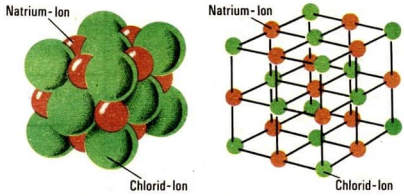

Abb. 16 Modelle des Natriumchloridkristalls
Natriumchloridkristalle sind **Ionenkristalle**. Die regelmäßige Anordnung der Ionen in den Ionenkristallen führt zu einer bestimmten Form dieser festen Körper. Beim Natriumchlorid sind die Ionenkristalle meist würfelförmig. Im räumlichen Modell des Ionenkristalls von Natriumchlorid sind die Ionen als Kugeln unterschiedlicher Größen dargestellt (Abb. 16). ②